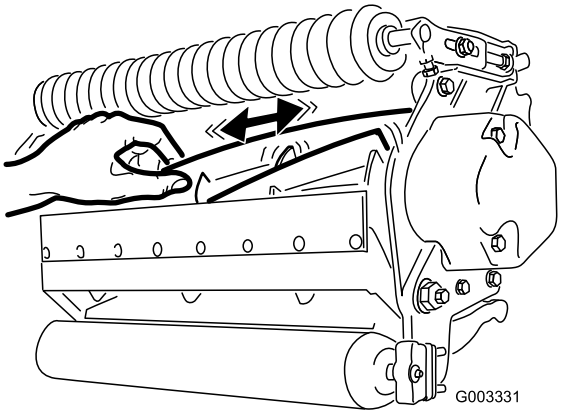

**Figur 24**
2. Ved at bruge en klud eller en tykt polstret handske, skal du holde på kniven og forsøge at flytte knivcylinderen fra side til side (Figur 24).